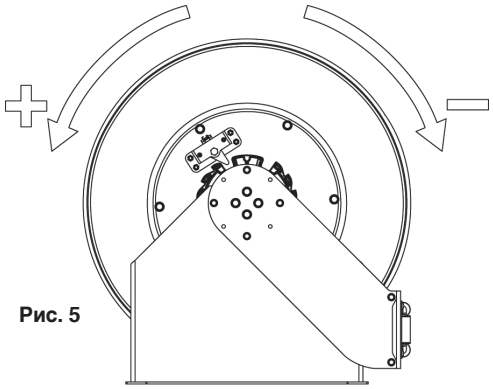

Рис. 5
4. Повернуть бобину для увеличения и уменьшения натяжения исполнительной пружины (рис. 5).